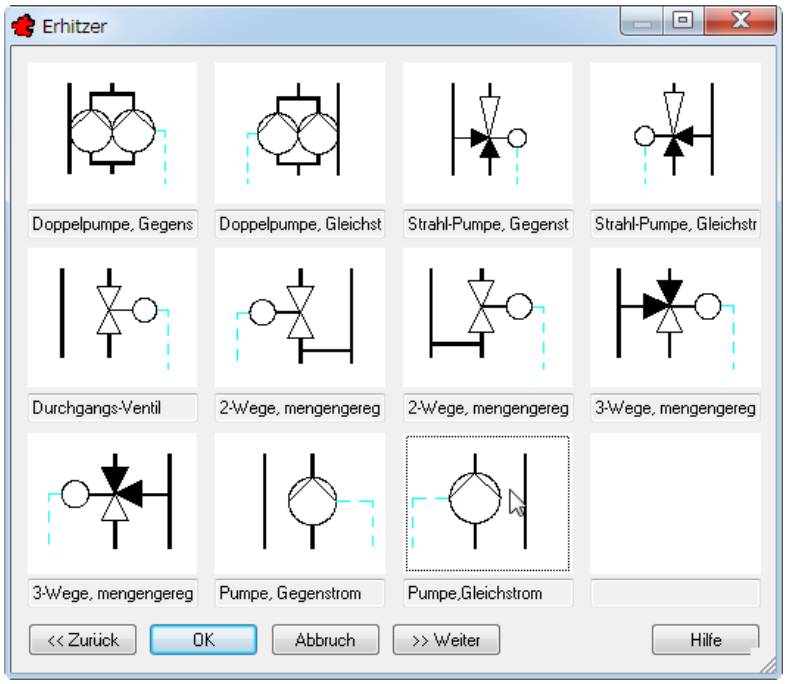

Bild 28.13 – Wahl der Pumpe
- Im Dialogfeld für die Pumpe des Erhitzers wählen Sie einem Doppelklick *Pumpe, Gleichstrom* (Abb. 28.13).